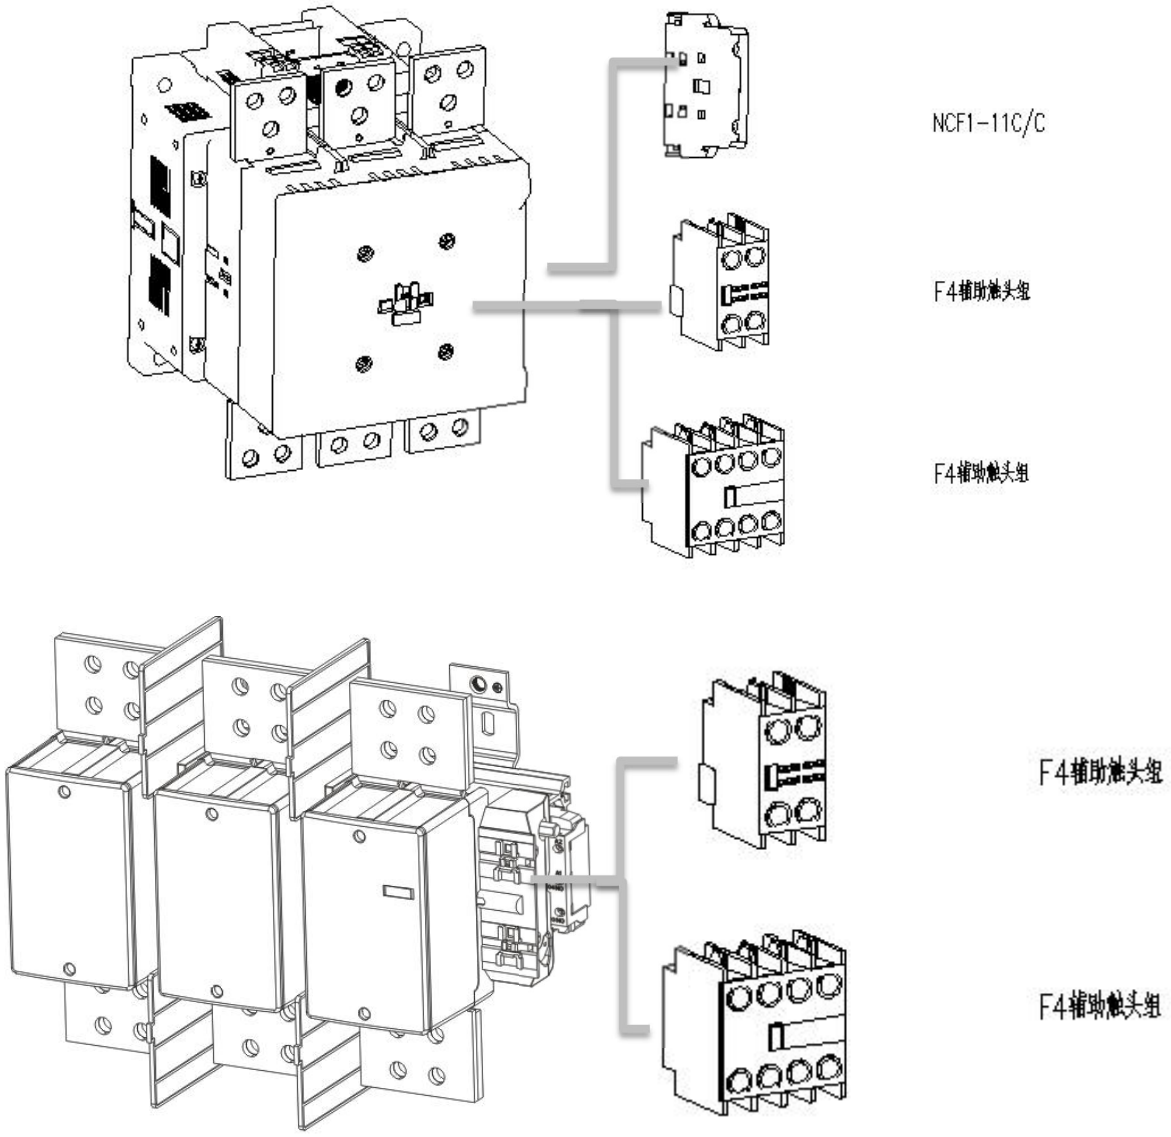

Figure 9: Assembly Diagram - Accessories
3.6 For the assembly diagram of the accessories, please refer to Figure 9.